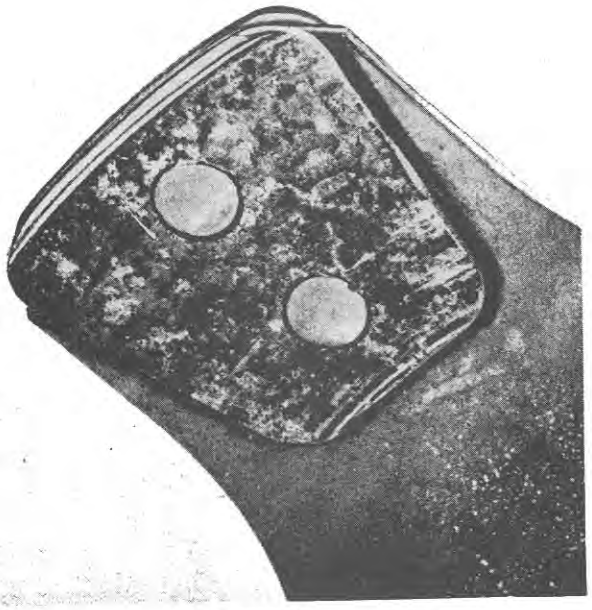

Figure 16
1. Inspect the cerametallic buttons of the clutch disc. If they are oil saturated, but abnormal wear is not present, they should be washed in a suitable solvent and the disc may then be reinstalled. It is a characteristic of this type of clutch disc for some signs of flaking and grooving of the buttons to be apparent immediately it is put to use. This is not detrimental to future operation of the disc providing the amount of wear and depth of grooving is not excessive. Only where the buttons are worn to within 0.010 in. (0.25 mm.) of the heads of the rivets will it be necessary to discard the disc and install a new one. Figure 16 illustrates